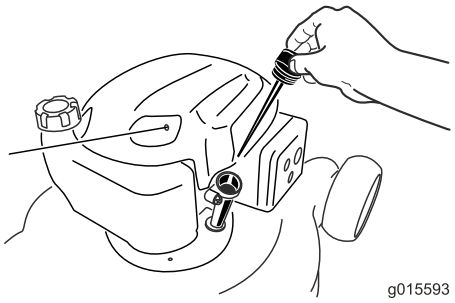

Bild 11
2. Entfernen Sie den Peilstab (Bild 11) und füllen Sie Öl in den Einfüllstutzen bis ca. 3/4 des Füllvolumens des Kurbelgehäuses ein.